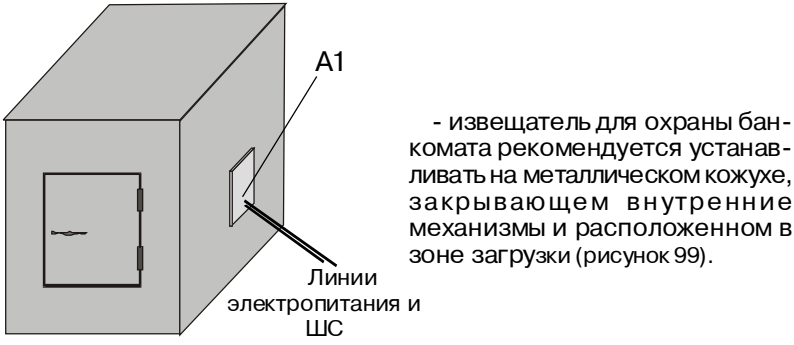

Рис. 98 - Пример установки извещателя на металлическом сейфе
- место установки извещателя для охраны металлического сейфа или шкафа (рисунок 98) следует выбирать с учетом ограничения несанкционированного доступа к извещателю;